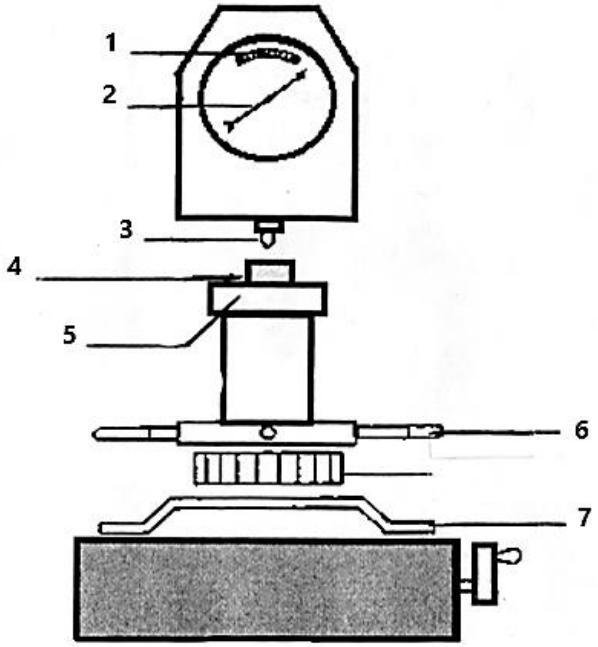

FIGUUR 2 (7)
3.3 Identifiseer en benoem al die onderdele (1–7) van die Rockwell-toetsmasjien in FIGUUR 2 hier onder.